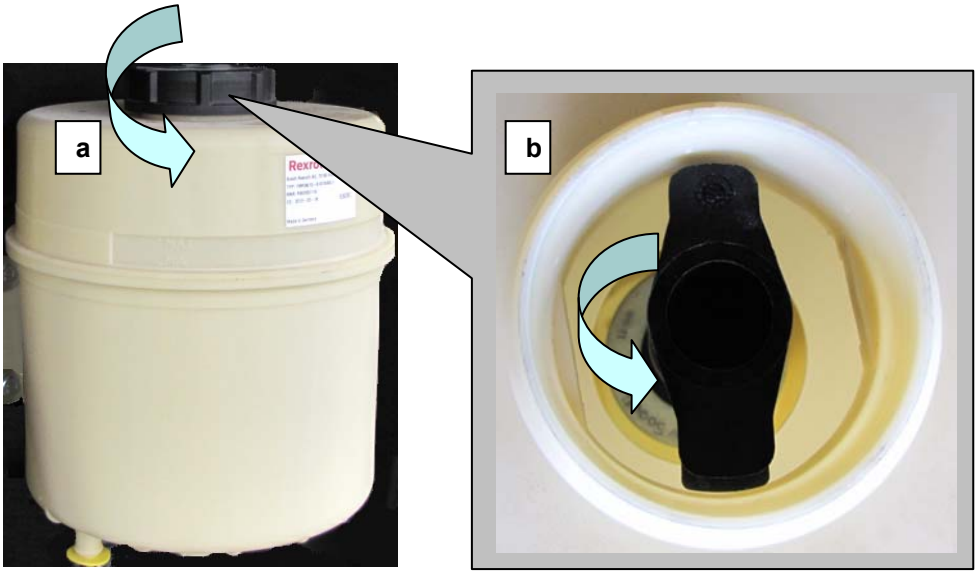

Rys.8. Filtr oleju hydraulicznego: a – korek wlewowy oleju hydraulicznego, b – dostęp do filtra
- korek spustowy oleju (rys.8) wykręcić z końca rurki spustowej połączonej z dnem zbiornika wyrównawczego oleju i spuścić zużyty olej do podstawionego naczynia,
- za pomocą śruby odkręcić mocowanie filtra oleju (rys.8. poz. b),